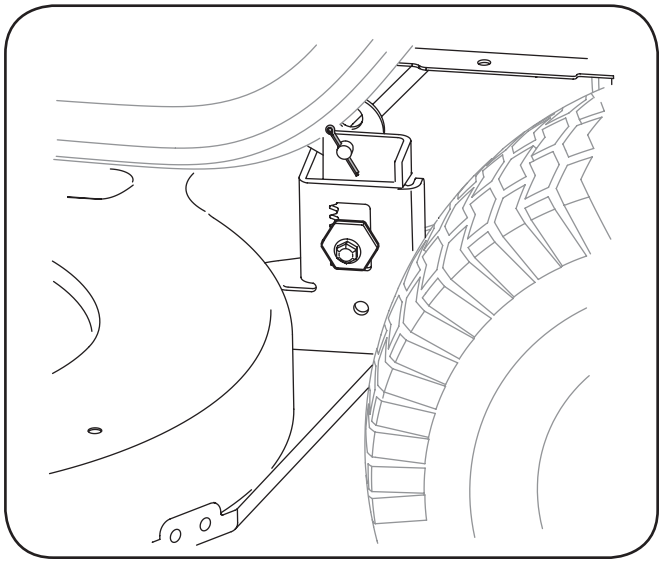

Figura 7-3
5. El 38 "Cubiertas: En cuanto a la plataforma de corte desde el lado izquierdo del tractor, busque el pasador que sujeta la vara de apoyo de cubierta en la parte trasera izquierda de la cubierta. Véase la figura. 7-3. Quite la chaveta que sujeta la vara de apoyo de cubierta, y retirar con cuidado el apoyo de la cubierta de los brazos de elevación de la cubierta.